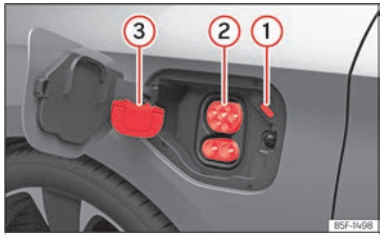

Fig. 60 Detrás de la tapa de la toma de carga de la batería, en la parte trasera derecha: toma de carga.
- Retire la caperuza protectora y encájela en el enganche ››› **fig. 60** (3)
- Enchufe el conector de carga de la estación de carga en la toma de carga ››› **fig. 60** (2)
El LED (indicador del proceso de carga) de la toma de carga parpadea o emite destellos en blanco ››› **fig. 60** (1) ››› **pág. 91**
El indicador del proceso de carga de la toma de carga parpadea en verde ››› **fig. 60** (1).
- Pulse el botón de función **Detener carga** en la pantalla del sistema de infotainment. El indicador del proceso de carga situado junto a la toma de carga se enciende en blanco ››› **fig. 60** (1). El conector de carga está desbloqueado.
- Encaje la caperuza protectora en la conexión inferior de la toma de carga ››› **fig. 60**(3)